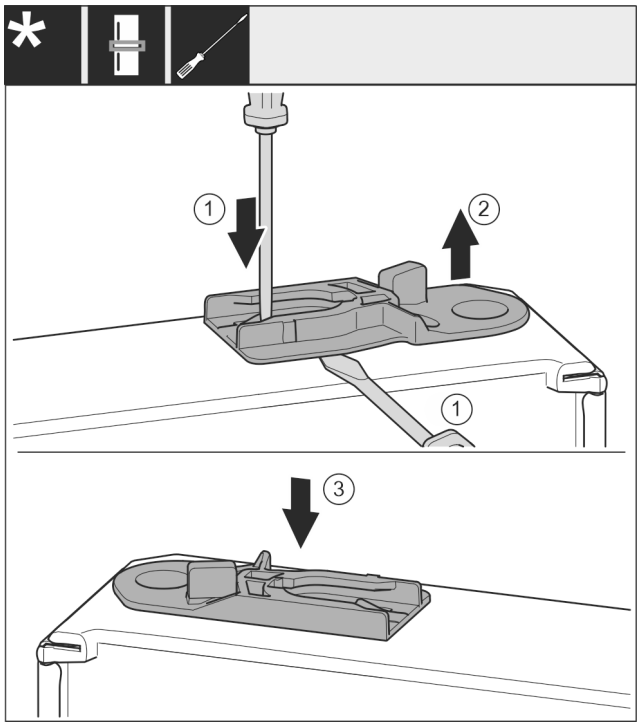

Fig. 34
- ▶ Geleidebus uittrekken: Strip *Fig. 34 (1)* met platte schroevendraaier indrukken en gelijktijdig een platte schroevendraaier onder de geleidebus *Fig. 34 (2)* plaatsen.
- ▶ In de leveringsomvang meegeleverde geleidebus *Fig. 34 (3)* in de andere behuizingszijde schuiven.